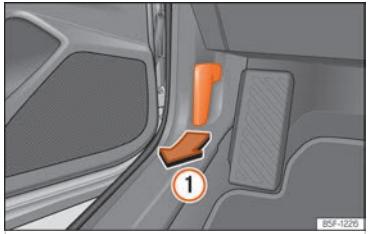

Fig. 207 Release lever in the driver's footwell area.
- Open the door and pull the lever that is underneath the instrument panel ››› **Fig. 207** ①.